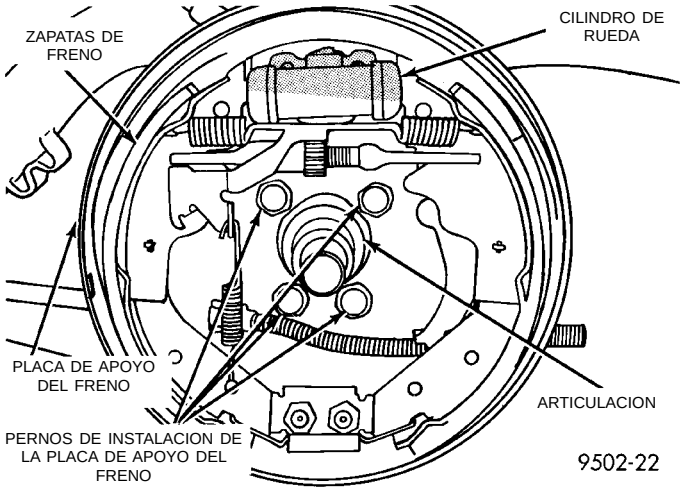

Fig. 15 Pernos de instalación de la placa de apoyo del freno de disco
(7) Si el vehículo tiene instalados frenos de tambor traseros, retire los 4 pernos (Fig. 15) que fijan la placa de apoyo del freno trasero a la articulación. Desmonte luego de la articulación trasera la placa de apoyo del freno, las zapatas de freno y el cilindro de rueda como conjunto (Fig. 15). **No es necesario retirar la manguera flexible de freno del cilindro de rueda cuando se retira la placa de apoyo.** Cuando se retira, la placa de apoyo debe sostenerse de la misma manera que el conjunto del calibrador.
(6) En vehículos que tienen instalados frenos de tambor traseros, instale el conjunto de la placa de apoyo del freno trasero en la articulación (Fig. 15).
Instale los 4 pernos (Fig. 15) que fijan la placa de apoyo del freno trasero a la articulación trasera. Apriete los pernos de fijación con una torsión de 68 N·m (50 lbs. pie).